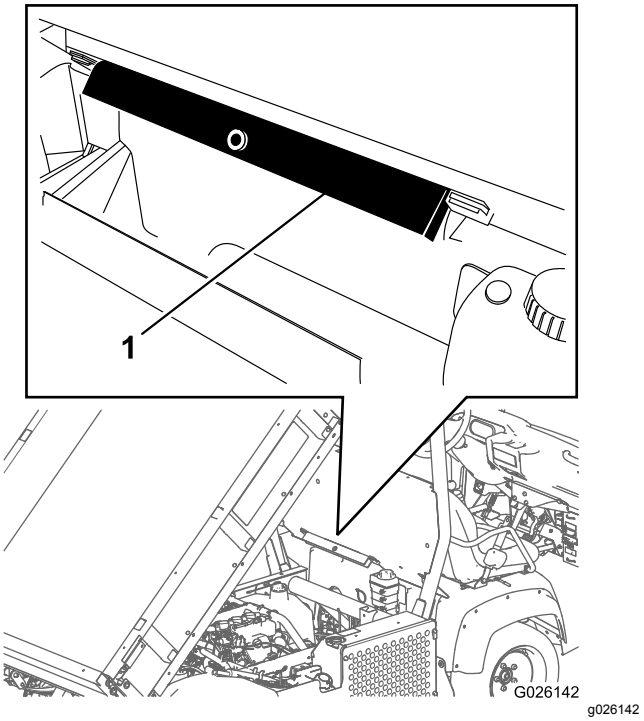

**Rysunek 32**
2. Zdejmij podporę platformy ze wsporników mocujących z tyłu panelu układu ROPS (Rysunek 32).